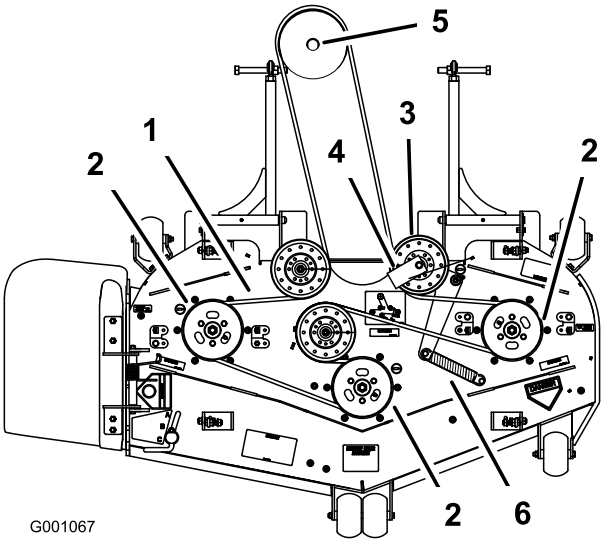

**Figuur 68**
6. Leg de nieuwe riem rond de poelies van het maaidek en de poelie van de tandwielkast onder de motor (Figuur 68).
7. Monteer de riemgeleider op de veerbelaste spanpoelie in een hoek van 45 graden zoals wordt getoond in Figuur 68. Draai de bout vast met een torsie van 37–45 Nm.
8. Monteer de veer van de spanpoelie op de twee polen (Figuur 68).